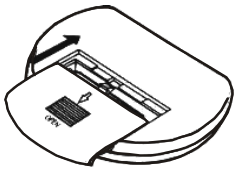

Figure 3
3. Refermer le boîtier. (figure 3)
3. Close the battery cover. (figure 3)